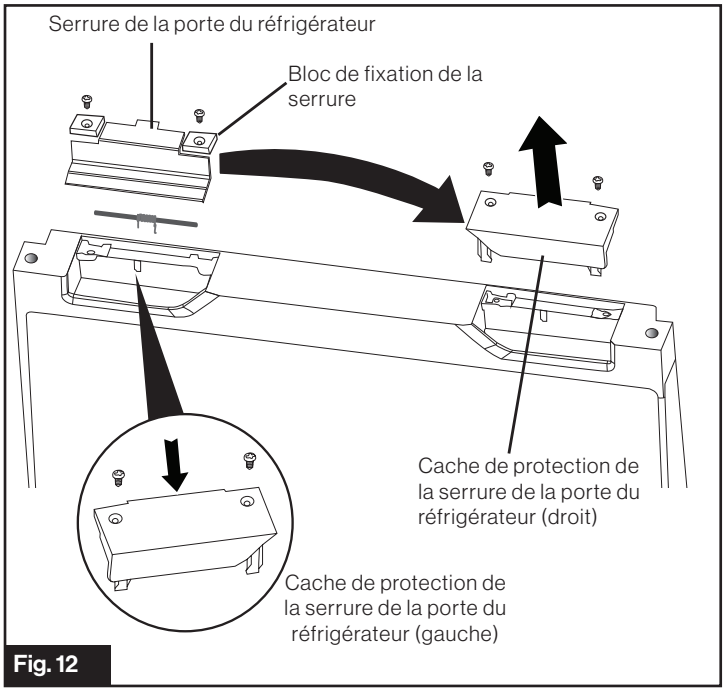

Fig. 12
4. Retirez le cache de protection de la serrure de la porte du réfrigérateur (à droite) et conservez-le pour une utilisation ultérieure. Changez la serrure de la porte du réfrigérateur et les blocs de fixation de la serrure du côté opposé. Installez le cache de protection de la serrure de la porte du côté gauche du réfrigérateur, fourni comme accessoire de l'appareil, à l'endroit où se trouvait la serrure de porte. (Fig. 12)